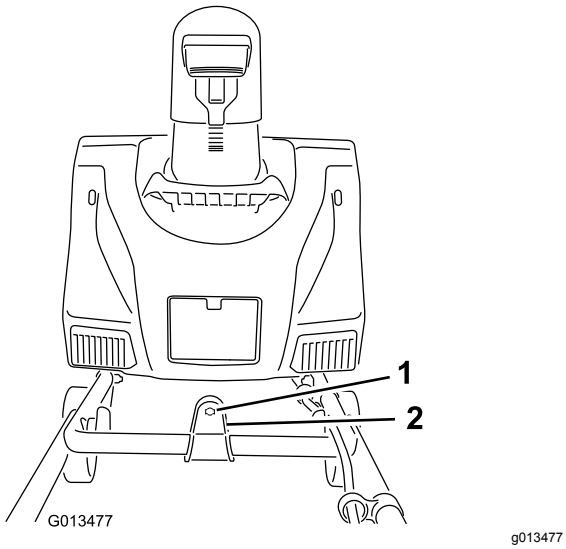

**Figur 4**
2. För in änden på utkastarens reglagestång genom det maskinbearbetade införingshålet på fästet som sitter längst upp på det nedre handtaget (Figur 4).